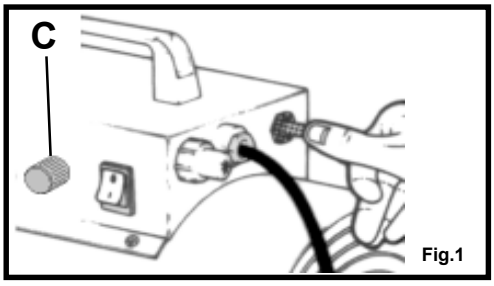

Fig.1
1. Öppna gasventilen på propanflaskan (se fig. 1).